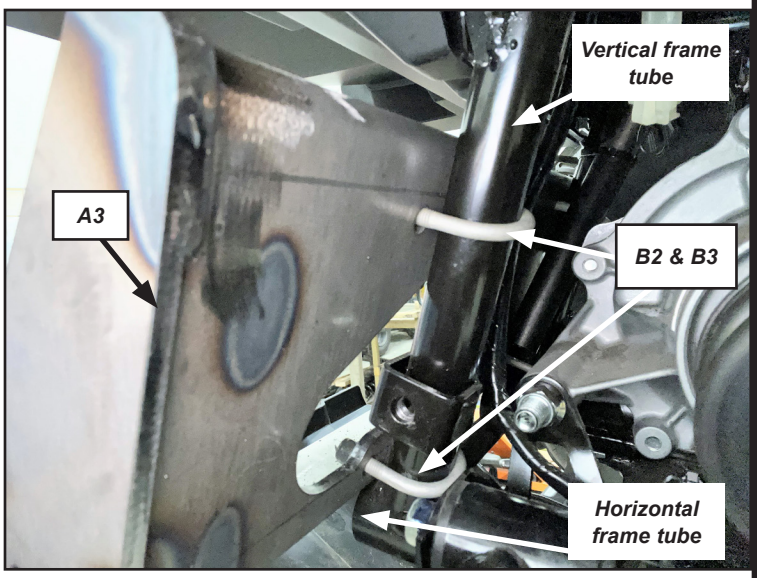

Figure 6
7. Position the plow mount (A3) flush against the vehicle frame, resting on top of the vehicles horizontal tube. Figure 6.